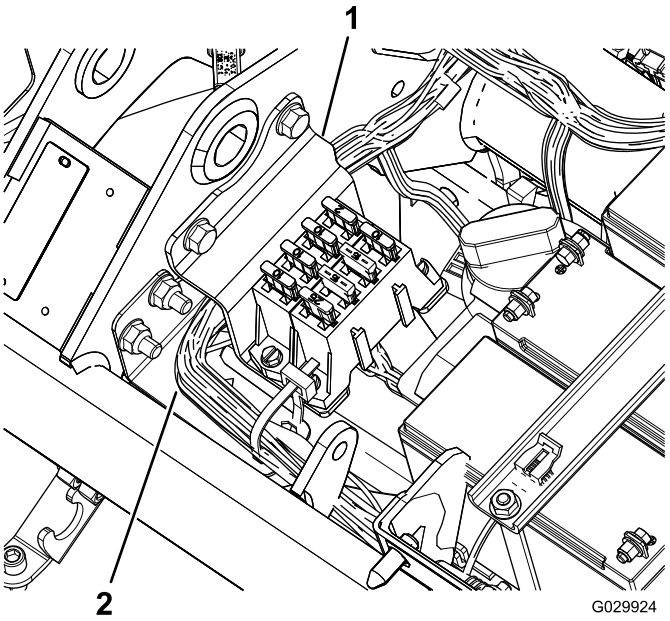

Figur 10
23. Montera säkringsblocket (Figur 10).